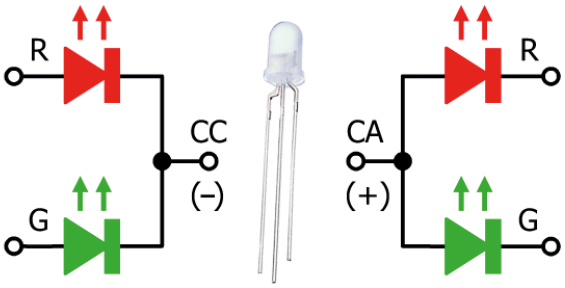

Figure 4.12 Bicolour LED.
Two or bicolour LEDs (Figure 4.12) are three terminal devices, with usually one common-cathode (CC) terminal and two anode terminals for each colour (CA types exist too, of course). The common terminal is the middle terminal for identification.